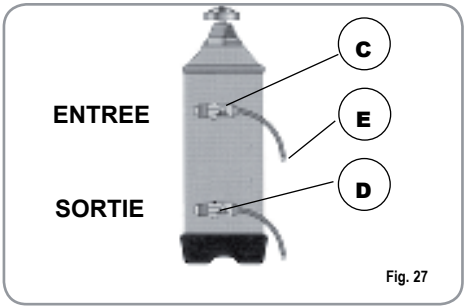

Fig. 27
1) Eteindre la machine et placer un récipient d'une capacité d'au moins 5 litres sous le tube E (Fig. 27).